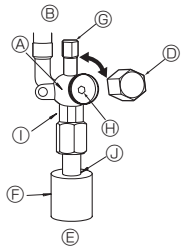

Fig. 4-5
(1) Lato liquidi/gas (Fig. 4-5)
① Togliere il cappuccio e girare fino a quando è possibile l'asta della valvola in senso antiorario utilizzando una chiave esagonale du 4 mm. Smettere di girare quando si urta l'otturatore.